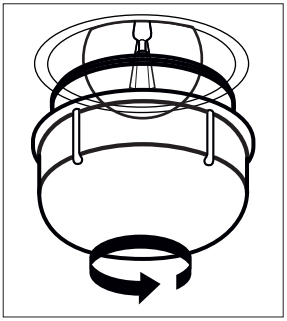

Figura 29
2. Remover a proteção de vidro rodando a mesma no sentido anti--horário (Ver figura 29). O uso de luvas de plástico pode ajudá-lo se tiver dificuldade em o rodar.